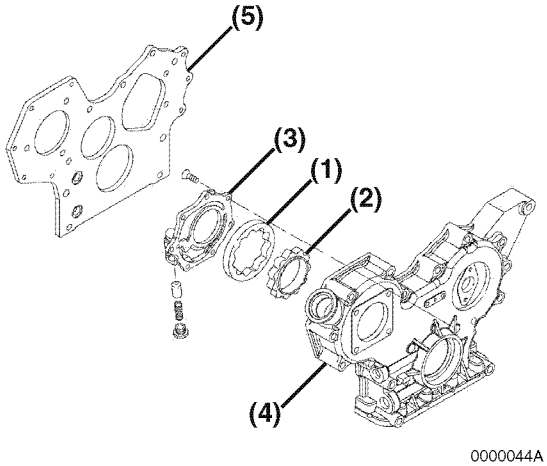

Figure 9-12
1. Lubricate the outer rotor **(Figure 9-12, (1))**, inner rotor **(Figure 9-12, (2))** and pump bore in the gear case cover with clean engine oil.
5. Reinstall the oil pump cover **(Figure 9-12, (3))**. Apply LOCTITE 290 (green) or LOCTITE 262 (red) to the oil pump cover screws. (Follow LOCTITE package instructions.) Tighten the pump cover screws to 61 ± 13 in·lb (6.9 ± 1.5 N·m, 0.7 ± 0.15 kgf·m).